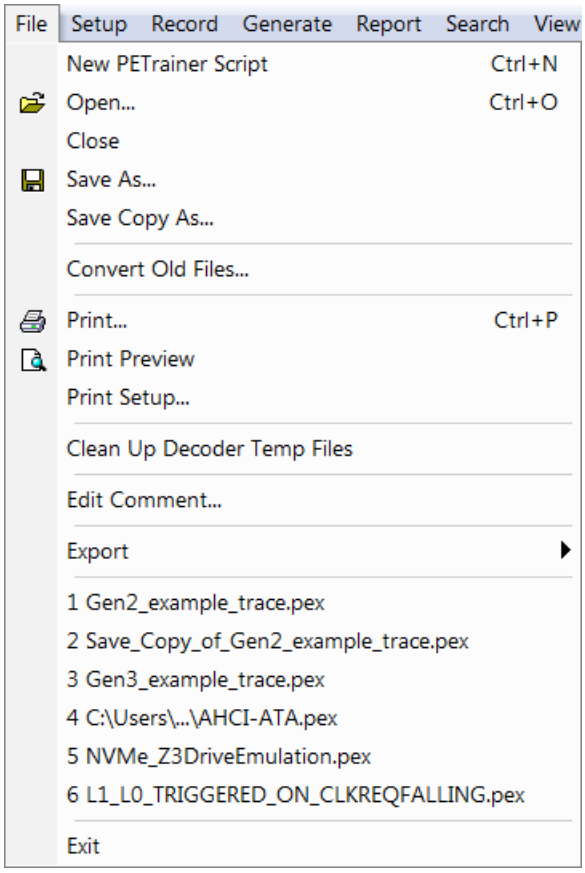

Figure 4.4: File Dialog
2. Now select the File -> Clean Up Decoder Temp Files (see Figure 4.4 on page 168).